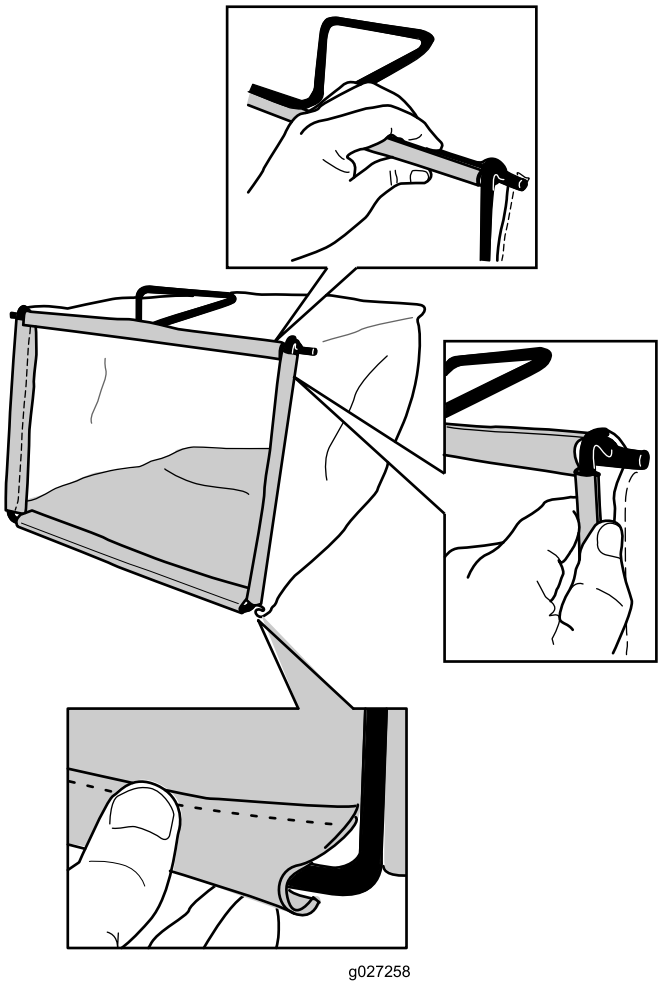

Figura 10
2. Engate o canal inferior do saco na parte inferior da estrutura (Figura 10).
3. Engate os canais superior e lateral do saco na parte superior e lateral da estrutura, respetivamente (Figura 10).